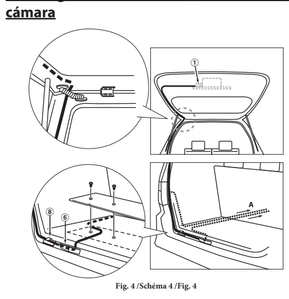

Fig. 4 /Schéma 4 /Fig. 4
1 Secure the camera cable while referring to Fig. 4. Attach the waterproofing pad ⑤ with the waterproofing pad adhesive sheet ⑥, and secure any slack cable around the waterproofing pad ⑤ using the wire clamp ⑧.